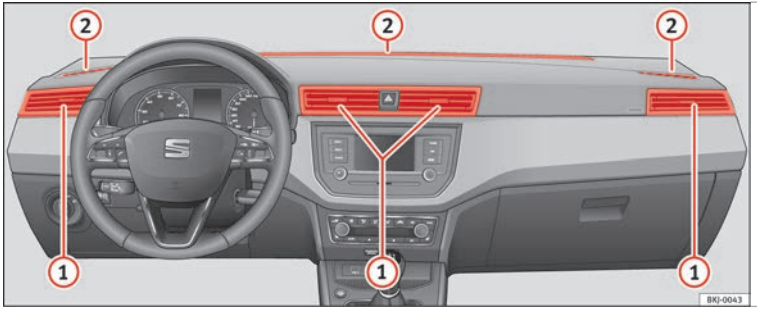

**Fig. 173** Air vents.
To ensure proper heating, cooling and ventilation in the vehicle interior, air vents ››› **Fig. 173** (1) should remain open.